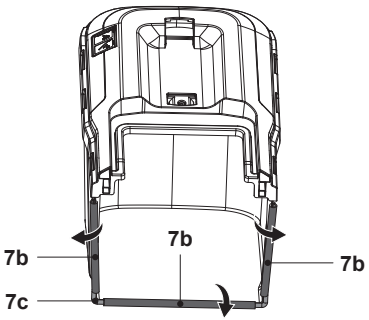

**Fig. 5**
1. Attacher les trois clips en caoutchouc (7b) sur la tige de support (7c) du bac de ramassage (7) (Fig. 5).